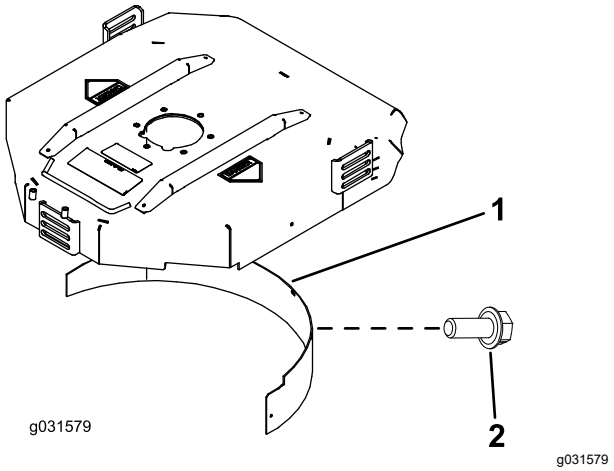

Figura 21
2. Instale o abafador de cobertura (mulch) na abertura traseira e fixe-o com cinco parafusos com cabeça flangeada (Figura 21).